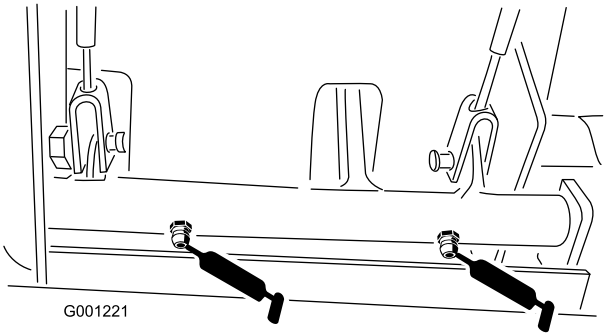

Figuur 39
- Lagerbussen van draaipunt van rem (Figuur 39)
- Remkabels (aandrijfwiel en uiteinden van rempedalen) (Figuur 39)